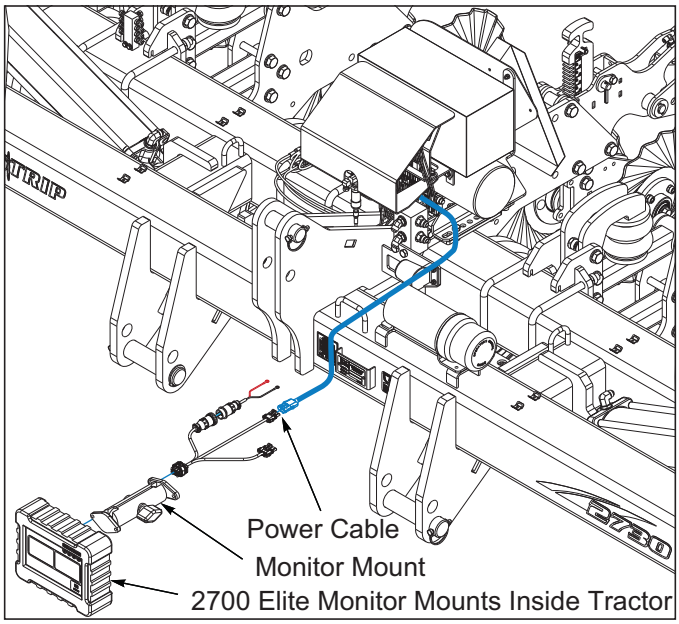

Figure 4-16: Loup II Elite Mini Monitor
1. The 2730 Vertistrip is equipped with a Loup Elite Mini monitor. The monitor is mounted inside of tractor to adjust the row unit options ***See Figure 4-16***.